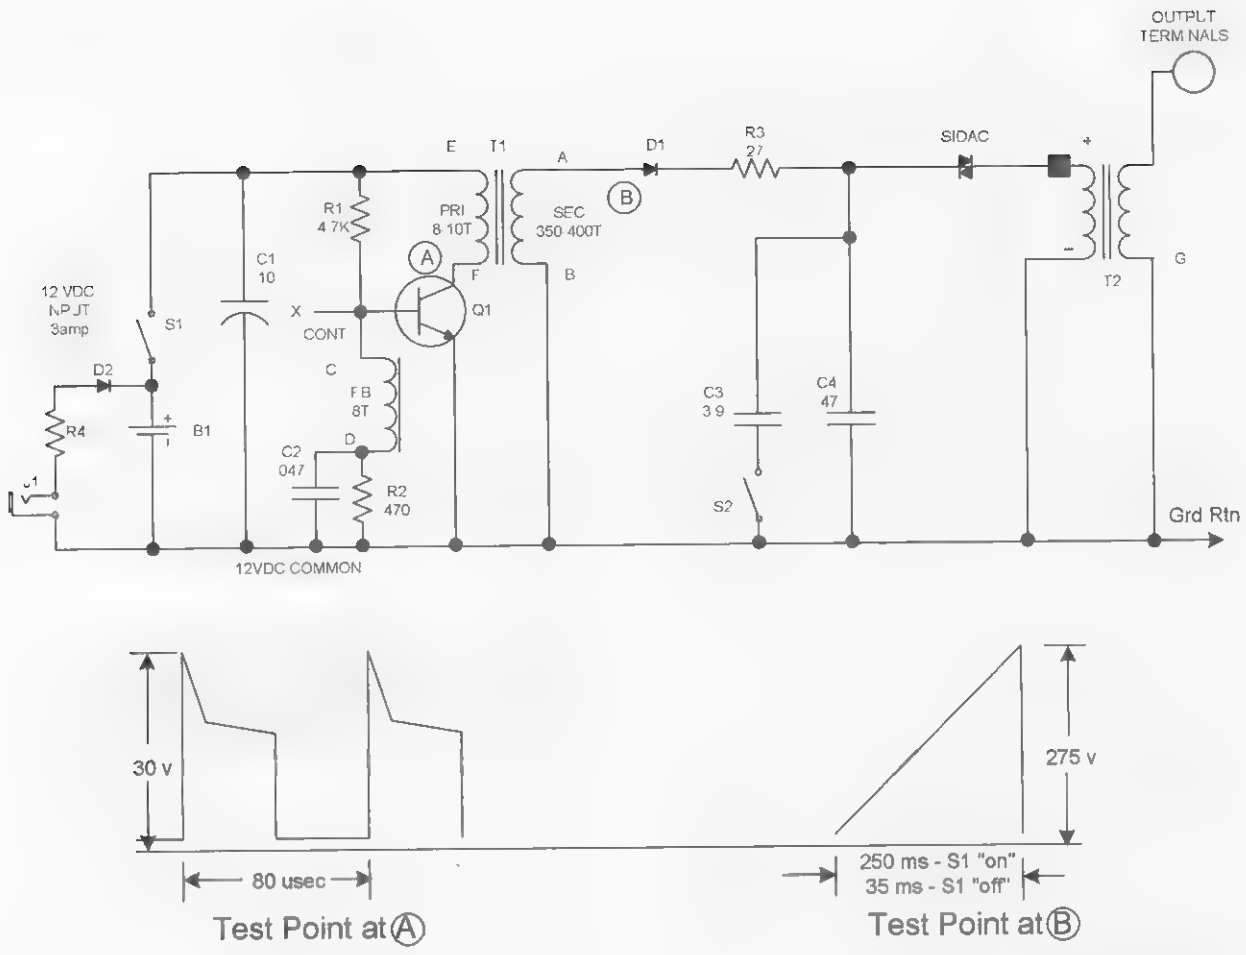

Figure 11-13 *Circuit schematic*
A high-frequency, self-oscillating inverter circuit comprised of switching transistor Q1 and stepup transformer T1 produces a high-voltage high frequency at the secondary winding. This high-voltage AC is rectified by diode D1 and charges up storage capacitor C3 or C4 through isolation resistor R3. When this voltage charges up to the breakdown potential of SIDAC (SID1), the energy stored in the capacitors is "dumped" into the primary of the high-voltage pulse transformer T2, producing a high-voltage pulse at the output terminals (see Figure 11-13).
G. You may verify proper operation using a scope, noting the waveshapes as shown in Figure 11-13.